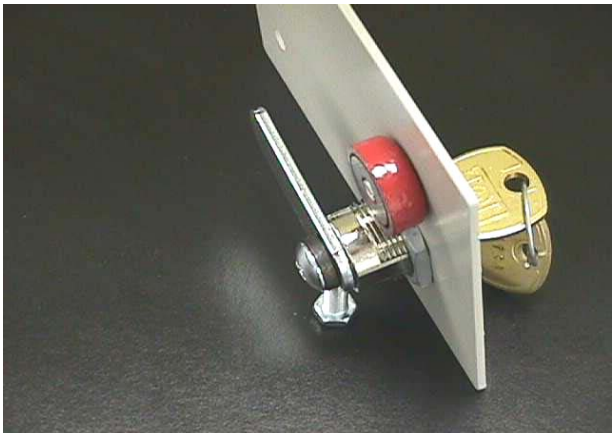

FIGURE 6
4.4 Attach the key lock to the locking bracket. (see figure 6)